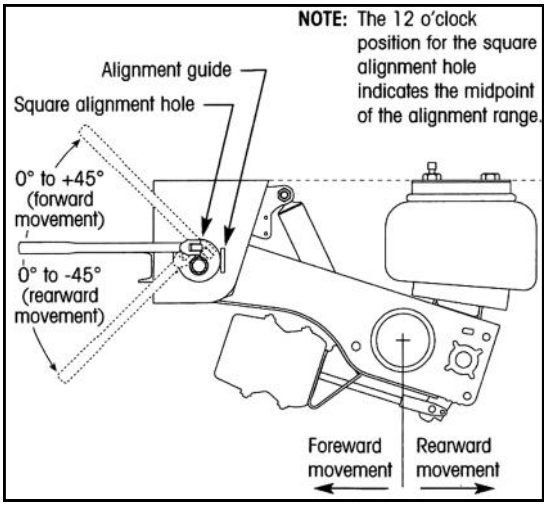

Figure 22. Quick-Align Operation
10. The **QUIK-ALIGN®** style pivot connection uses two flanged collars inserted into slots on each side of the frame bracket (figure 23). The eccentric collar on the outboard side of the frame bracket is used to adjust the position of the axle during an alignment. The alignment guides on the side of the frame bracket limit the eccentric collar to rotational movement in the frame bracket slot. Rotating the eccentric collar clockwise causes the axle to move forward. Rotating the eccentric collar counterclockwise causes the axle to move rearward (figure 22). The maximum range of adjustment is ±45 degrees from the 12 o'clock position.